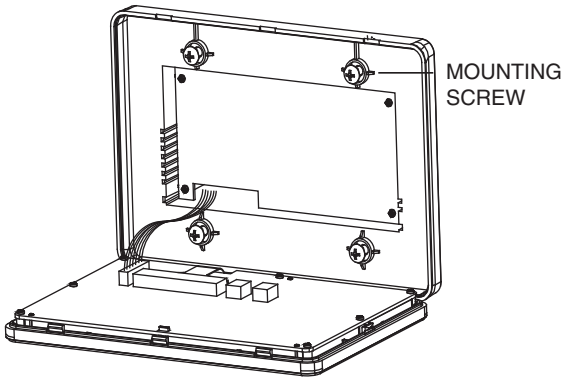

Fig. 3 — Attaching Back Mounting Plate
8. Attach the back mounting plate directly over the opening in the wall, using 4 screws, and route the control cable as shown in Fig. 3.